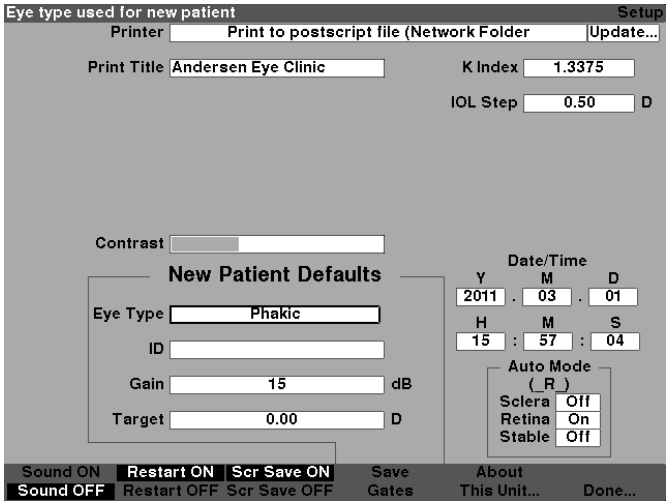

Figure 5-41 Default Eye Type Field Selected
1. Within the Setup Screen, rotate the knob to select the Default Eye Type field, indicated by a solid black border as shown in figure 5-41.